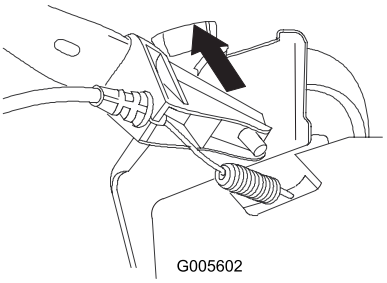

Figuur 4
2. Plaats het linker uiteinde van het onderste deel van de handgreep en de kabelgeleider op de pen op de linkerbeugel van de handgreep (Figuur 4).
Opmerking: Gebruik het bovenste gat in de handgreep (Figuur 4).